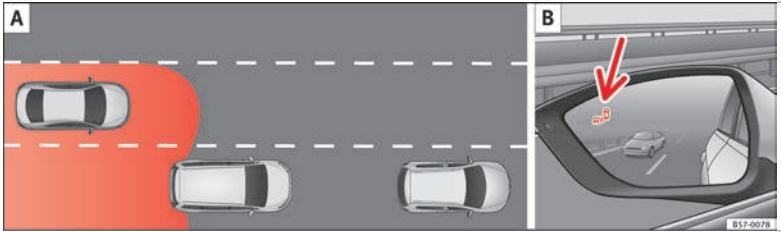

Fig. 203 Schematic diagram: A Passing situation with traffic behind the vehicle. B Indication from the blind spot detector in the left-hand external mirror.
The radar sensors are located on the left and right of the bumper and are not visible from the outside ››› Fig. 202. The sensors monitor both the blind spot and traffic behind the vehicle ››› Fig. 203, ››› Fig. 204. The range to the sides of the vehicle is a bit larger than the width of a lane.
In the following situations, an indication will be displayed in the external mirror ››› **Fig. 203** B (arrow) or ››› **Fig. 204** B (arrow):
- When being overtaken by another vehicle ››› **Fig. 203** A.